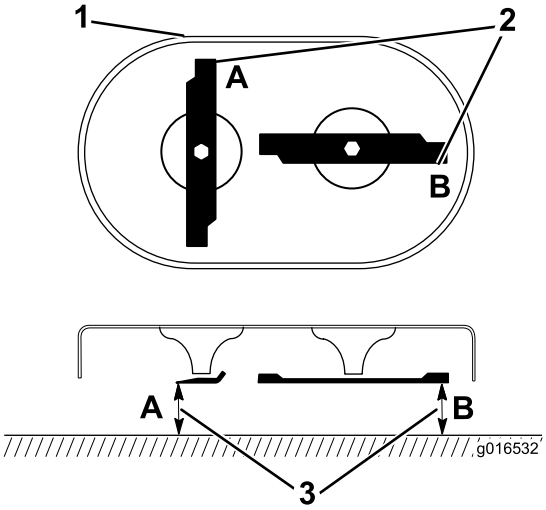

Figuur 31
1. Draai de messen tot de positie die u ziet op Figuur 31.
2. Meet van een horizontaal oppervlak tot de snijranden op de plaatsen **A** en **B**, (Figuur 31), en noteer de metingen.